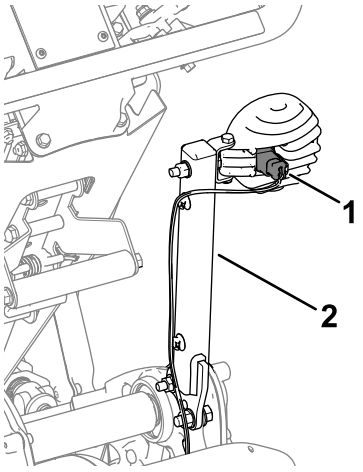

Figure 1
A. Remove the wire-harness connections (Figure 1) from the lights.
B. Remove the light mounts (Figure 1) from the machine. Set aside the mounts for assembly to the mount brackets.